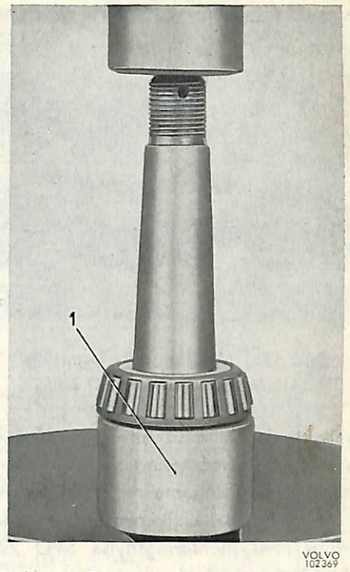
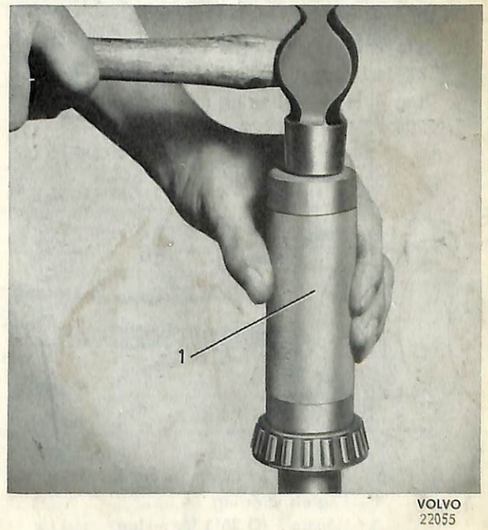

Bild 13. Demontering av drivaxellager
Bild 14. Montering av drivaxellager
3. Pressa av lagret, se bild 13. Använd SVO 1806 som underläggsring. Montera det nya lagret med hjälp av hylsa SVO 1805, se bild 14.